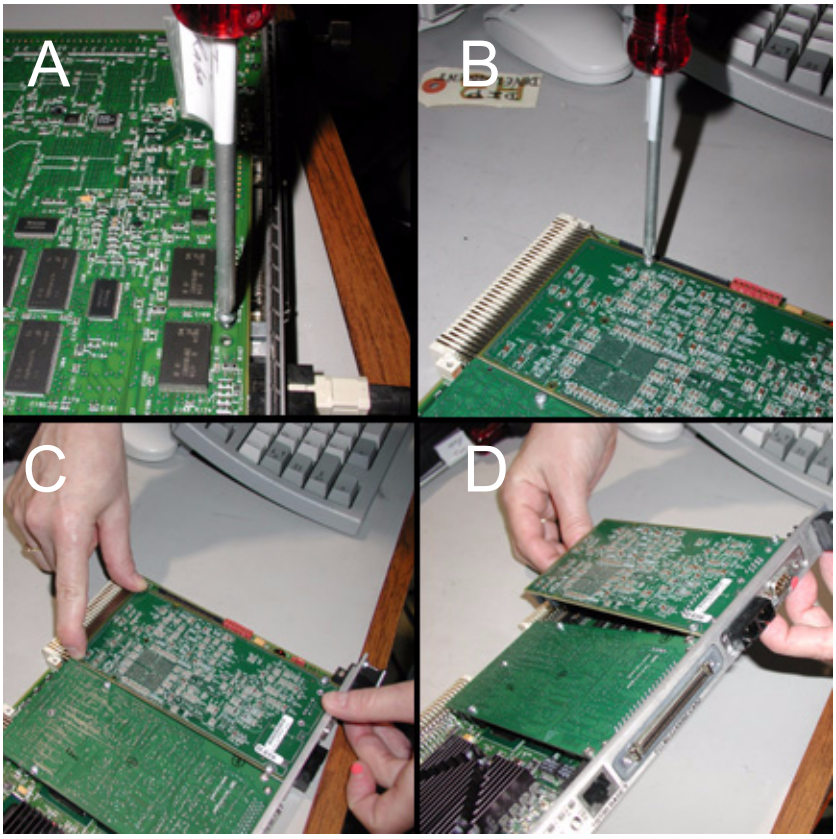

Figure 5-120 DIP Board Removal and Installation
a.) On the bottom of the **RIP** board assembly, remove the two (2) screws nearest the face plate that attach the **DIP** to the **RIP**. These screws thread into the **DIP** board's edge connectors. See Figure 5-120, A.
b.) On the top side of the **RIP** board, remove the two (2) screws nearest the edge connector retaining the **DIP**. It's not necessary to remove the stand-offs. See Figure 5-120, B.
c.) Gently pull the **DIP** and **RIP** board apart, where they are attached by the **PCI**/**PMC** edge connector. See Figure 5-120, C.
d.) Lift the **DIP** board out. Figure 5-120, D. Place into a anti-static bag immediately.
a.) Rotate the **DIP** into position and gently but firmly press down on the **PCI**/**PMC** edge connector to seat. See Figure 5-120, D then C.
b.) Re-install all of the removed screws. See Figure 5-120, B then A.